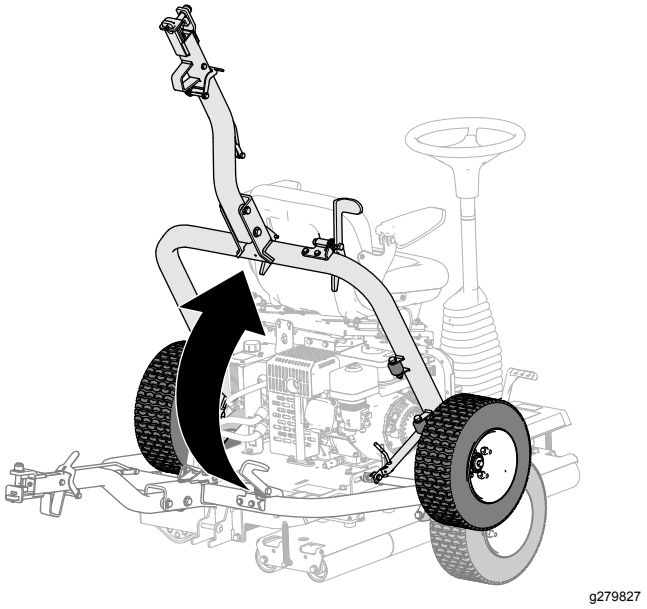

**Figura 22**
5. Levante o engate (Figura 22) até a alavanca de trinco ficar bloqueada no bloqueio de deslize (Figura 17).